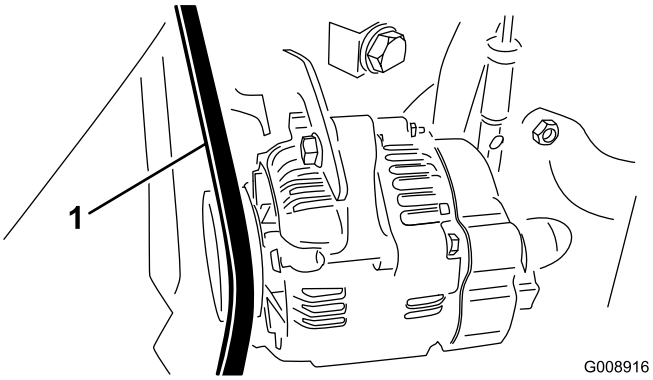

Rysunek 72
2. Sprawdź naprężenie paska alternatora/wentylatora, mierząc jego ugięcie pod naciskiem siły 30 N·m przyłożonej w połowie odległości między kołami pasowymi alternatora i wału korbowego (Rysunek 72).